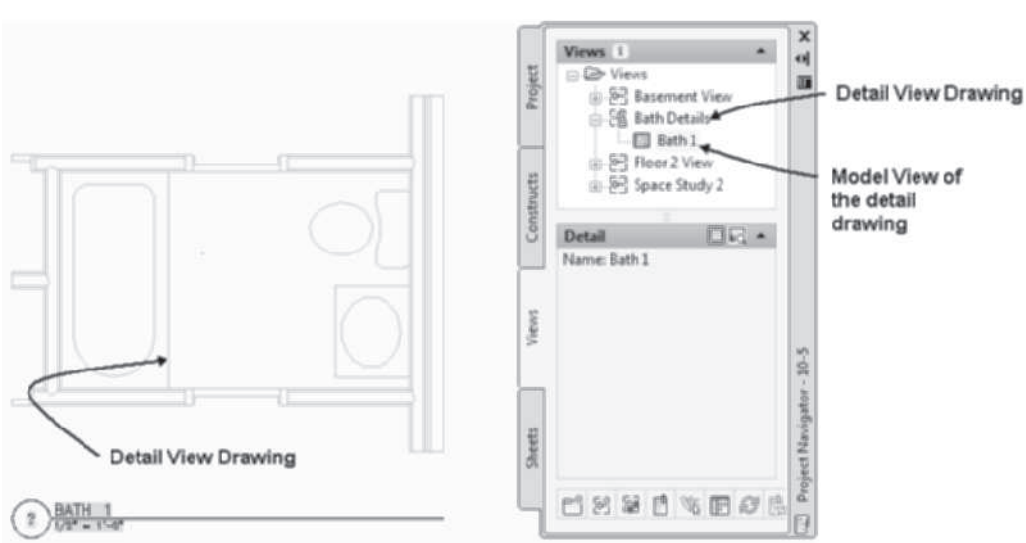

FIGURE 12.36 *Opening the Detail View drawing from the Views tab*
9. Double-click **Bath Details** from the **Views** tab to open the detail as shown in Figure 12.36.
The content of the detail is created on the A-Elev layer with the 2D Section/Elevation Style-2D Section Style Background style. The 2D Section/Elevation Style-2D Section Style Background style can be copied and the layer assignment of each display component can be modified to permit selected entities to print. This technique can be useful if an extensive quantity of lines from the detail object is useful to the detail. After modifying the section/elevation style, you could select the linework of the detail as shown in Figure 12.36 and change the display component assignment of this linework using the 2DSectionResultEdit and 2DSectionEditComponent commands.